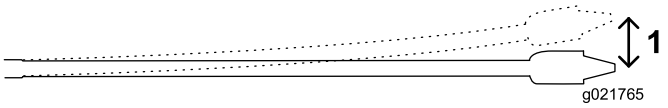

Rysunek 25
Żerdzie o długości 3 m stosowane w tej wiertnicy można zginać do 8% w stosunku do długości. Oznacza to, że załom nie może przekraczać 20 cm od linii prostej (Rysunek 25).
- Pierwsze 3 m świdra z żerdzią wprowadza się do gruntu bez zmiany kierunku. Koniec świdra będzie na głębokości 76 cm (Rysunek 25).